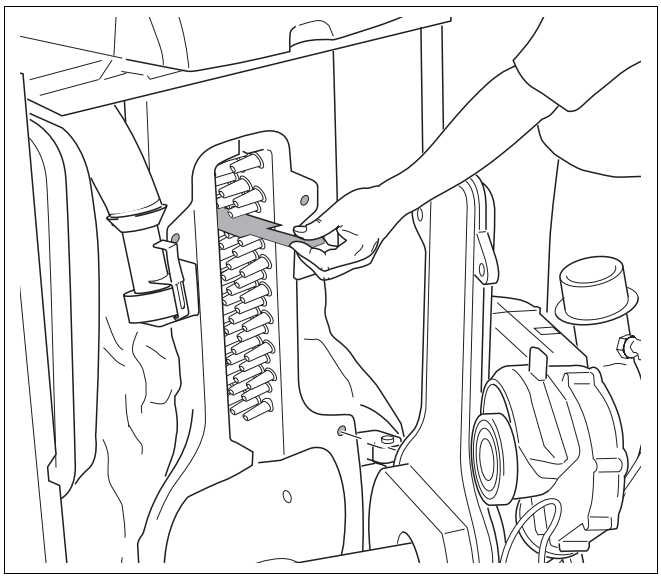

Abb. 52 Obere Heizgaslenkplatte herausnehmen
- Werkseitig montierte Heizgaslenkplatte (Abb. 52) herausnehmen.